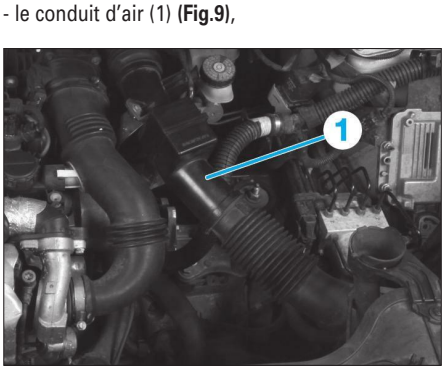

**Fig. 9**
- le conduit d'air (1) **(Fig.9)**,